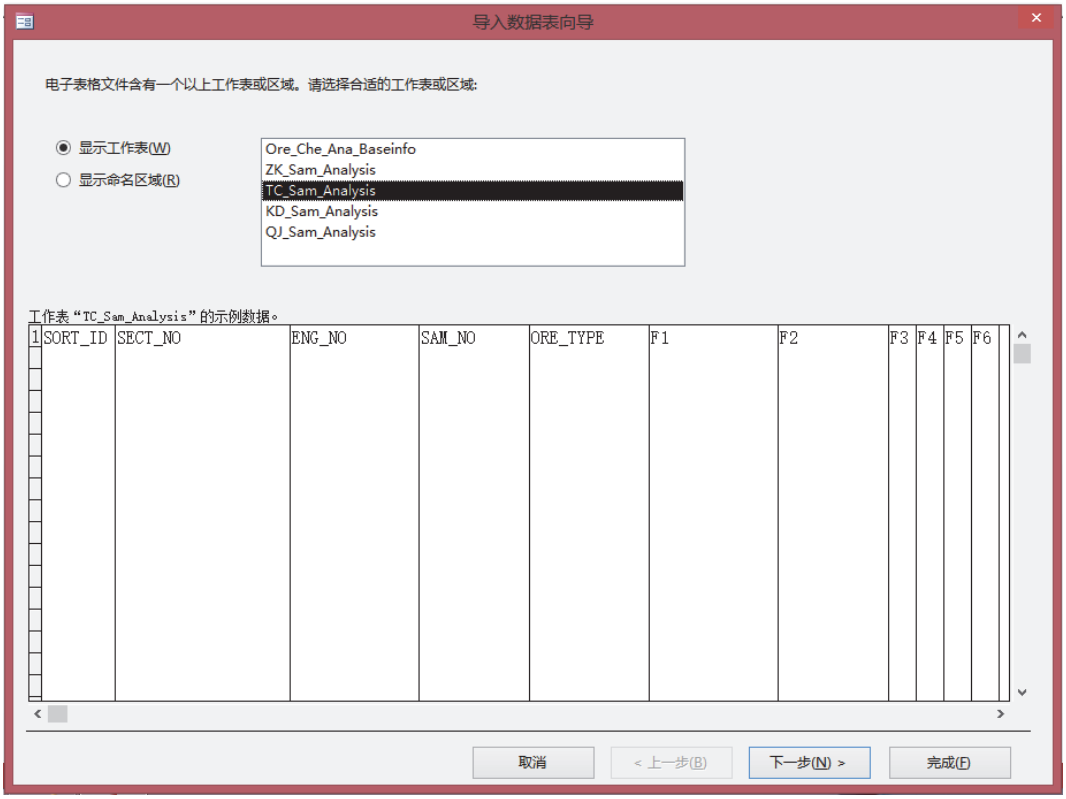

图 7-25
6.在弹出的“导入数据表向导”对话框中选择“显示工作表”，在中部的列表框中选择“KD_Sam_Analysis”，然后点击“下一步”（见图 7-25）；